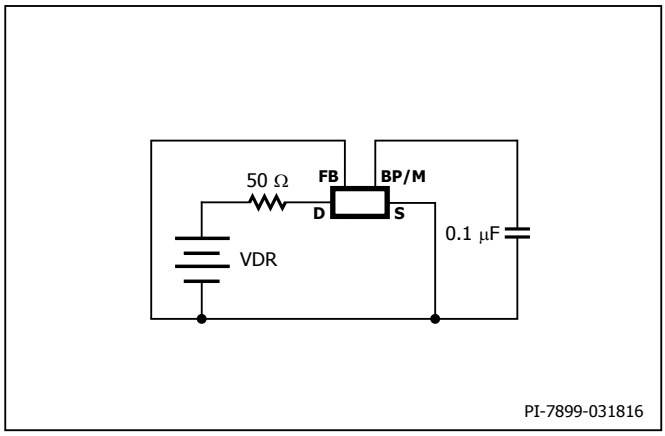

Figure 12. LinkSwitch-TN2 Minimum On-Time Test Circuit.
I. Measured using circuit in Figure 12 with 50 Ω drain pull-up. The width of the drain pulse is measured as the time from V_{FALL} = 42 V to V_{RISE} = 40 V (VDR = 50 V), for LNK32x6/x5/x4 and as the time from V_{FALL} = 32 V to V_{RISE} = 30 V on rising edge (VDR = 35 V), for LNK3202.